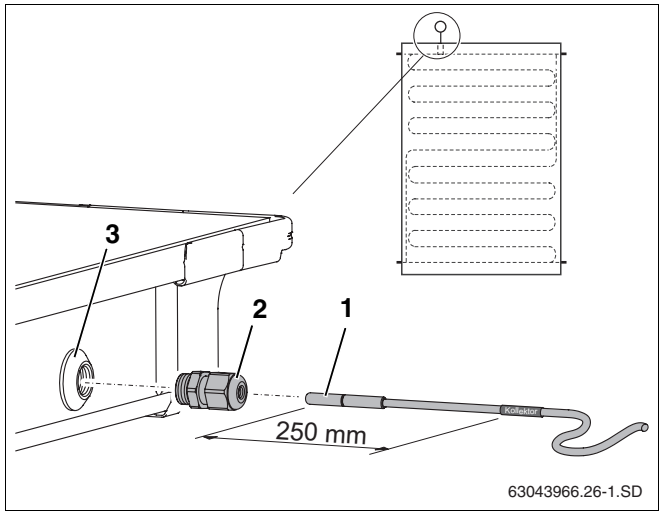

Abb. 54 Kollektorfühler in den Kollektor schieben
Für die einwandfreie Funktionstüchtigkeit der Solaranlage ist es notwendig, dass der Kollektorfühler (Abb. 54, **Pos. 1**) bis zum Anschlag (entspricht ca. 250 mm) in das Fühlerleitrohr eingeschoben wird.
- Mit dem Kollektorfühler oder Schraubendreher die Dichtungsschicht der Fühlerdurchführung (Abb. 54, **Pos. 3**) durchstoßen.
- Klemmverschraubung (Abb. 54, **Pos. 2**) in Fühlerdurchführung eindrehen.
- Klemmverschraubung (Abb. 54, **Pos. 2**) festziehen, ggf. gegenhalten.
Haben Sie die Fühlerdurchführung (Abb. 54, **Pos. 3**) eines falschen Kollektors durchstoßen, ist diese mit dem Stopfen aus dem Anschlusssatz abzudichten. Zuvor müssen Sie mit Hilfe der Kabelverschraubung (Abb. 54, **Pos. 2**) die in der Fühlerdurchführung befindliche Mutter entfernen.